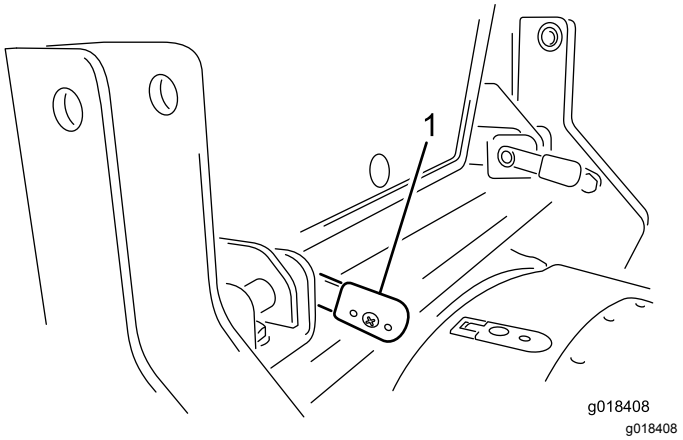

Figuur 23
4. Als de hendels volledig op hun plaats zitten, draait u ze achteruit om ze te borgen (Figuur 23).